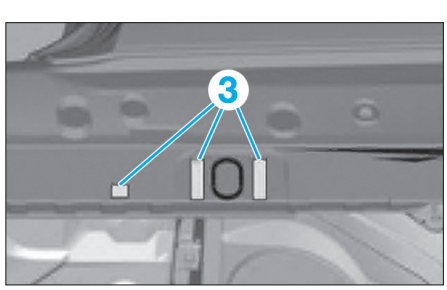

FIG. 25
• Dépointer les zones (1) **(Fig.24)** et (3) **(Fig.25)**.